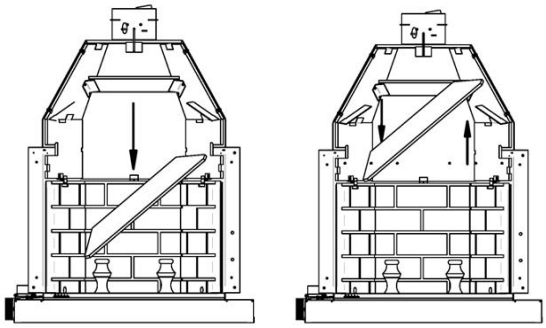

**Figure 40.2**
2. Mettez le coupe-feu à la verticale dans la cheminée pour le retirer. **Figure 40.2**